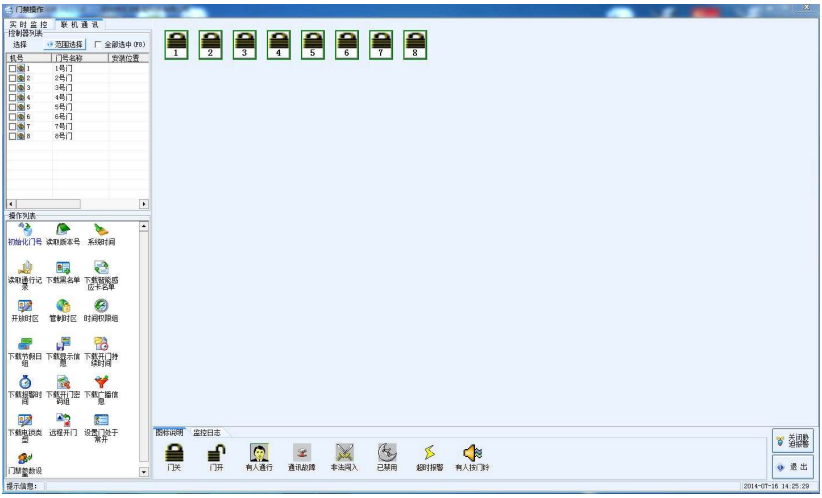

图 4.6 实时监控界面
5、将所有已经有的门号添加到电子地图里面，再打开实时监控，10S 左右，门禁控制器会和服务器主动建立起 TCP/IP 连接，如图 4.6 所示：